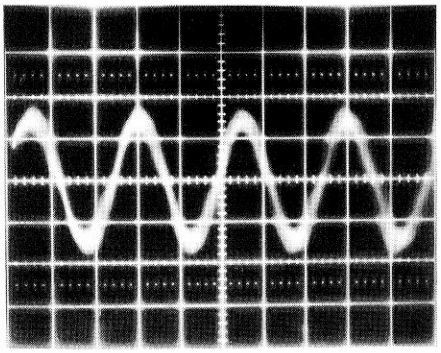
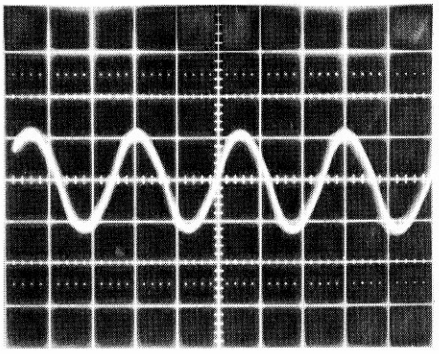

Fig. 6 BAD
Fig. 7 EXCELLENT
- Potentiometer "ERASE CURR." weiterdrehen, bis sich an den Scheiteln der Sinusschwingung kleine Spitzen zeigen - Sättigung des Löschkopfes; siehe Fig. 6, "BAD". Zurückdrehen, bis der Klirrfaktor ca. 5% beträgt (knapp sichtbare Abweichung der Kurve von der Sinusform), siehe Fig. 7, "EXCELLENT".
- Open the "ERASE CURR." potentiometer further until small peaks appear on the apices of the sine-wave oscillation (saturation of erase head; refer to Fig. 6, "BAD"). Turn potentiometer back until the distortion is approximately 5% (barely visible deviation of the curve from the sine shape), see Fig. 7, "EXCELLENT".